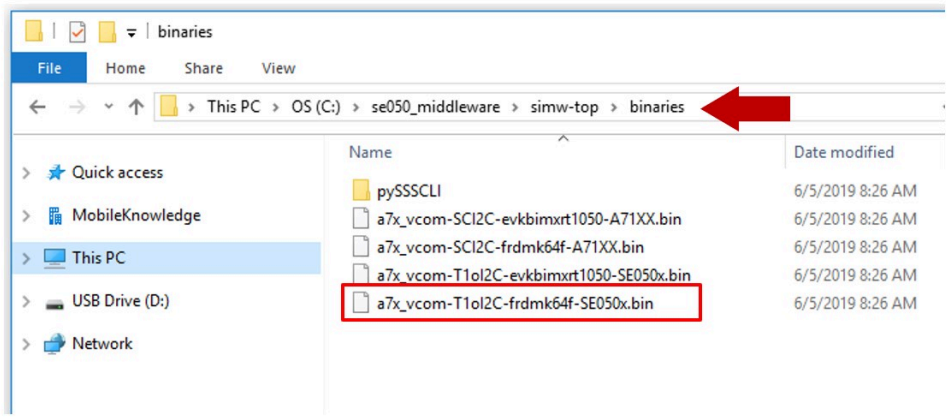

Figure 57. VCOM binary folder
3. Flash the VCOM software to FRDM-K64F. The VCOM software binary can be found in the EdgeLock SE05x Plug & Trust Middleware package, inside the `simw-top\binaries` folder as shown in Figure 57: